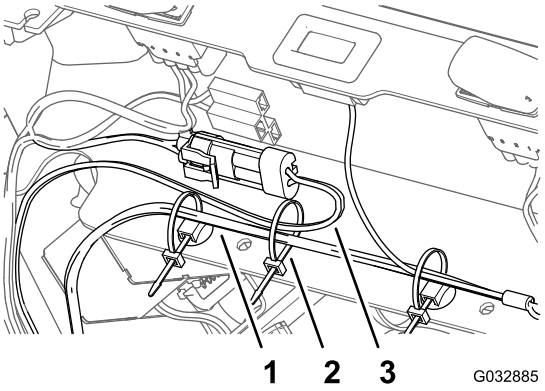

Figura 15
5. Prenda a cablagem para o kit de luzes LED à cablagem da máquina com uma braçadeira de cabos como mostra na Figura 15.